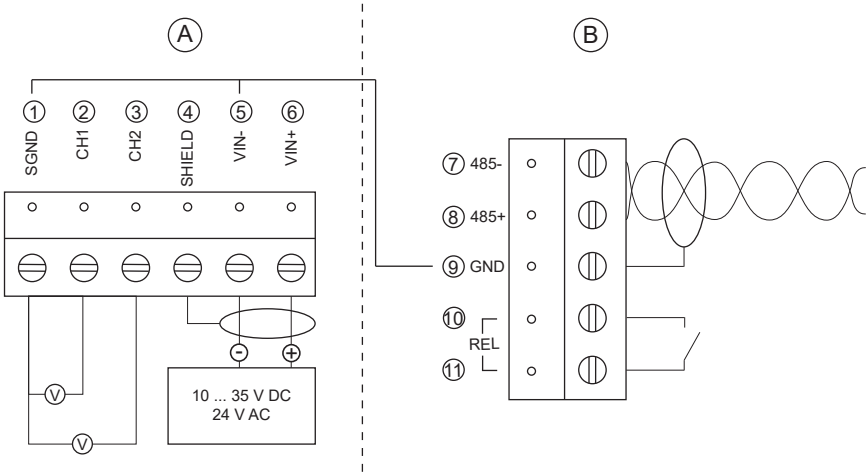

Figure 12 Power supply and voltage outputs (A), and serial communication and relay (B)
1) *Numbers 1 ... 6 in the first column of the wiring table refer to section (A) and numbers 7 ... 11 to section (B) in Figure 12 (page 26).*
2) *There is an internal connection between numbers 1 and 5 on section (A) and number 9 on section (B).*
3. Connect the wires as indicated in Figure 12 (page 26) and in Table 3 (page 26). Suitable wire size is 0.5 ... 1.5 mm^2 (20 ... 15 AWG).